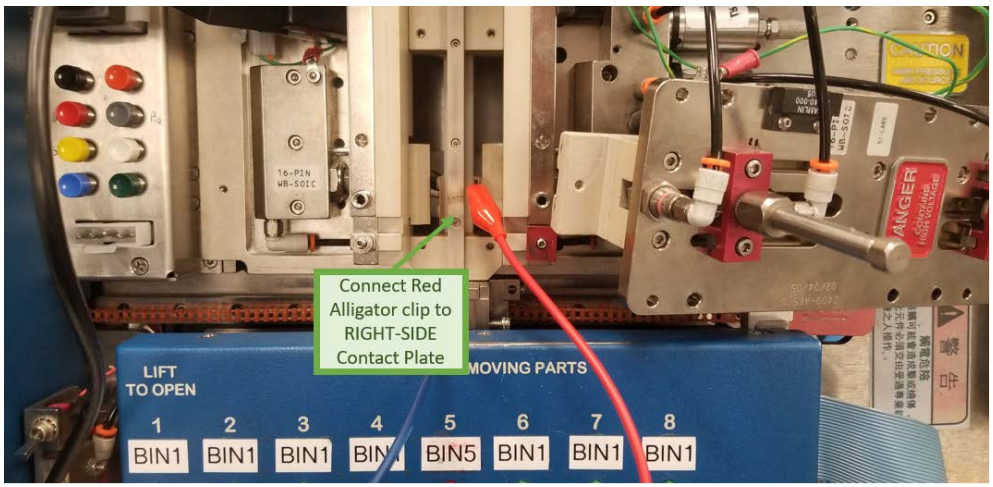

Figure 4
b. Open the **Plexiglass Cover** on the handler and **remove the Contact Site Cover**. Connect the **Red Alligator Clip side of the Cable** to the **RIGHT-SIDE contact plate of the handler** (see Fig. 4)